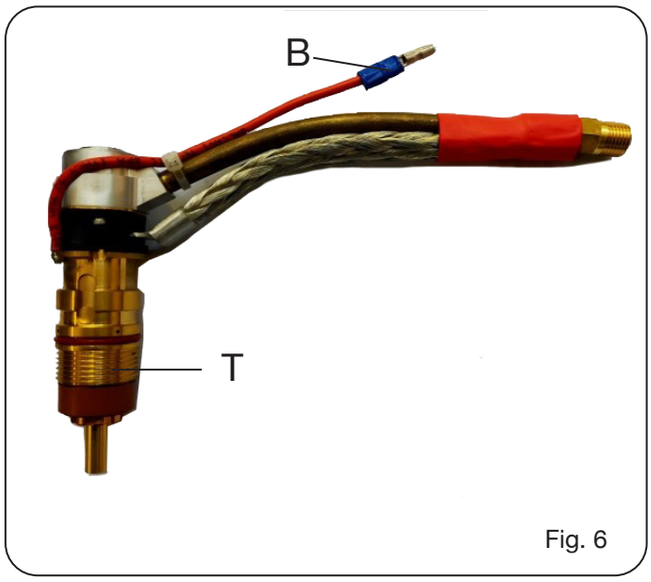

Fig. 6
- Avvitare i raccordi **D** e **E** rispettando l'orientamento indicato in Fig.6.
- Sostituire il cavo torcia, avvitare manualmente i raccordi **D** ed **E** avendo cura di rispettare l'orientamento indicato in Fig.6.